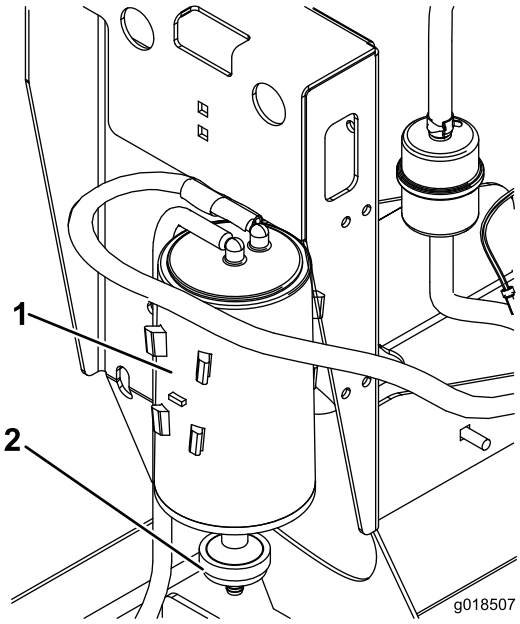

Figur 20
2. Fjern og kast luftfilteret i karbonsylinderen (Figur 20).